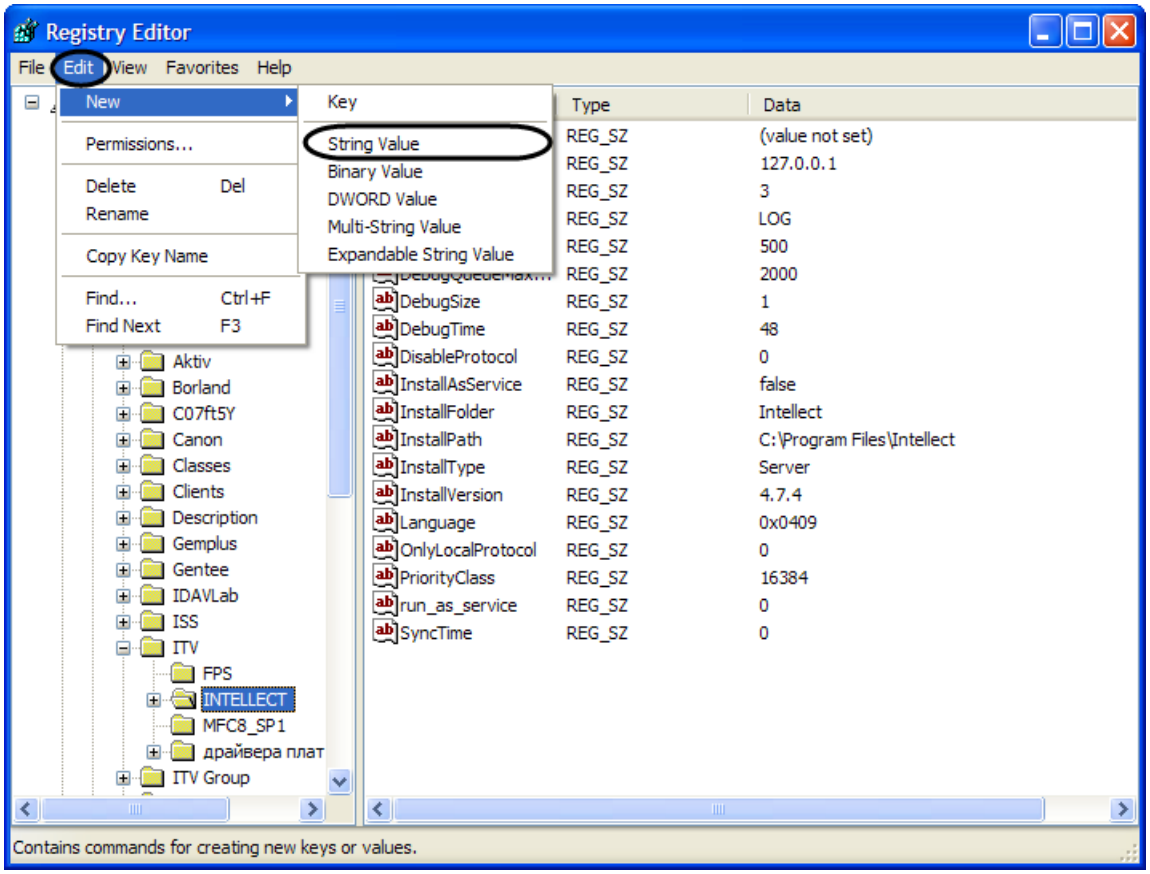

Figure 13.1-8. Creating a new string parameter
3. In the main menu, select Edit, then New, then String Value (Figure 13.1-8).